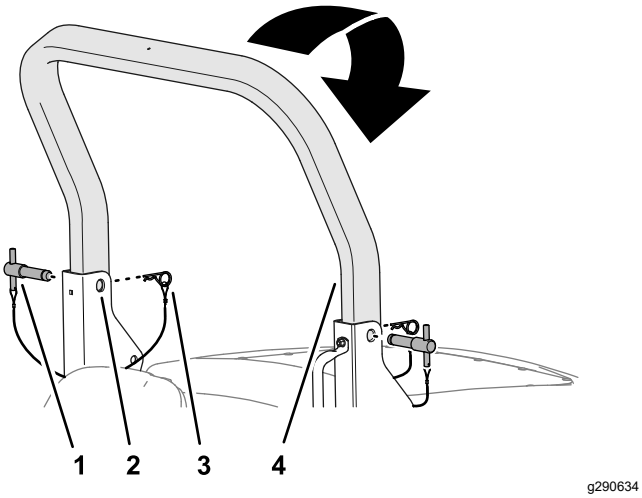

Figur 20
2. Fjern låseclipsene fra styrtbøjlestifterne i aksebeslagene på det nedre styrtbøjlestel (Figur 20).
3. Mens du understøtter den øvre styrtbøjles vægt, skal du fjerne styrtbøjlestifterne fra aksebeslagene (Figur 20).